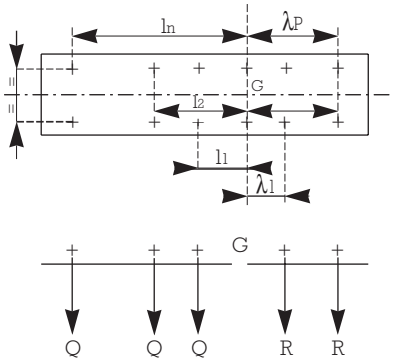

Fig. 15
• **Cas de plus de quatre points de fixation (fig. 15)**